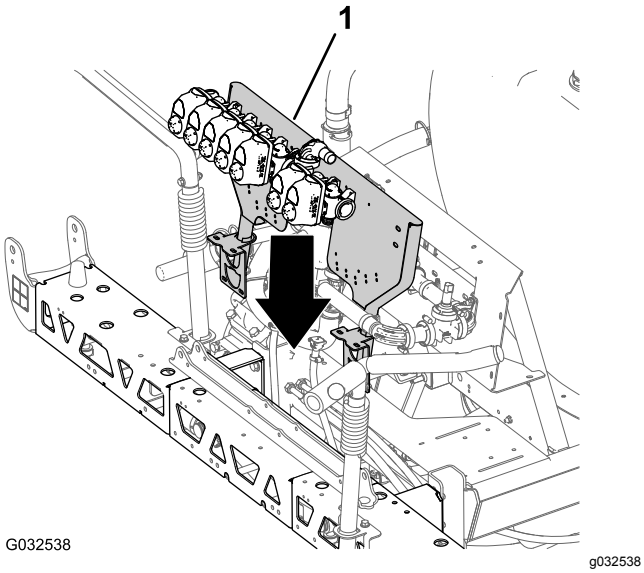

**Figur 87**
1. Brug løfteudstyr med den angivne kapacitet til at løfte ventilbeslaget og sprøjteventilenheden og placere den over midterbomsektionen (Figur 87).